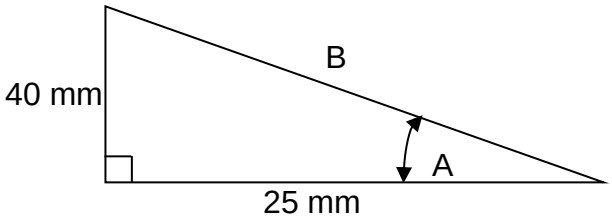

FIGURE 6
7.1 FIGURE 6 below shows a trolley that has to be pulled up an incline. Calculate the length of the incline B. (3)